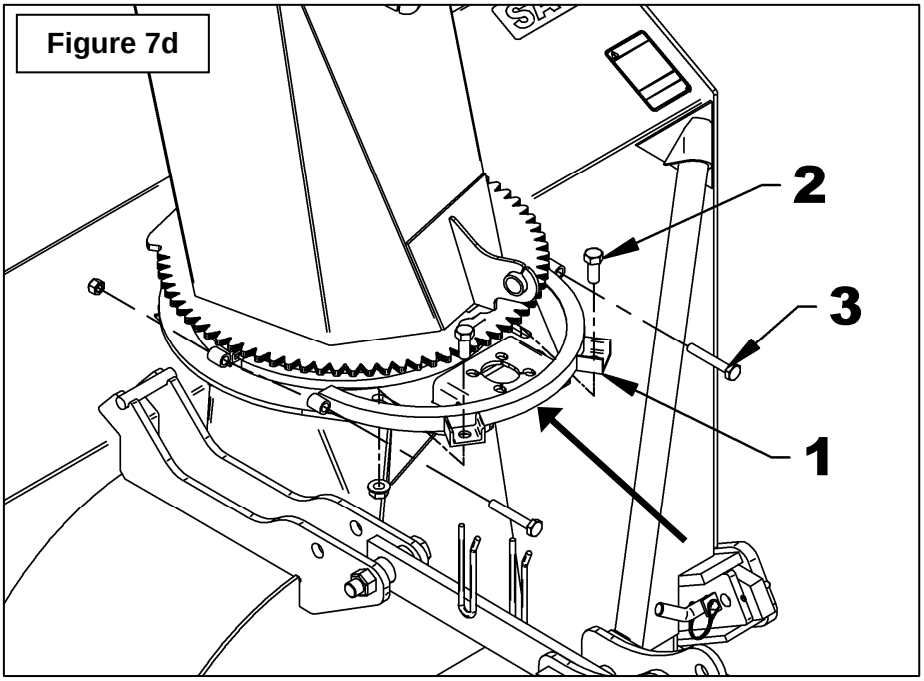

Figure 7d
6. **Figure 7d:** Installer la plaque de retenue (item 1) sur la souffleuse en enroulant chacun des deux bouts du coussinet à l'intérieur de la plaque de retenue. Aligner les trous verticaux de la plaque avec les trous oblongs (fig.7a) et fixer à l'aide des deux boulons 5/8" x 1 1/2" (item 2) et écrous à bride rainurée 5/8". Ne pas serrer.
7. **Figure 7d:** Insérer deux boulons 1/2" x 3 1/4" (item 3) pour relier les deux plaques de retenues ensemble. Rapprocher les deux plaques de retenue, en donnant quelques coups de marteau sur la tête des deux boulons en alternant. Si la plaque de retenue recule après chaque coup de marteau, visser légèrement les deux boulons 5/8" x 1 1/2" (item 2). Lorsque le bout des boulons (item 3) dépasse suffisamment, fixer à l'aide de deux écrous à bagues de nylon 1/2" jusqu'à ce que les deux plaques de retenue soient à environ 1/4" l'une de l'autre.
8. **Figure 7d:** Serrer les boulons 1/2" x 3 1/4" (item 3) pour réduire le jeu entre les deux plaques de retenues jusqu'à ce que la chute tourne avec une légère résistance.
9. **Figure 7d:** Serrer complètement les deux boulons 5/8" x 1 1/2" (item 2) selon la ***Table de Spécification des Couples*** à la fin du manuel.